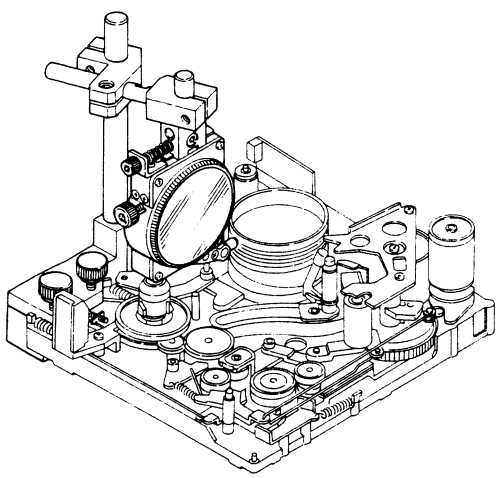

Fig. 2-8-2 Mounting
4) Unscrew the two mounting screws sufficiently to allow mounting, then attach the Microchecker top the main deck as shown in Fig. 2-8-2. Observe that the bracket is perpendicular to the main deck. Use care that the Microchecker (especially the test probe) does not contact the video heads.
Also, the test probe should be pointed toward the center of the drum as shown in Fig. 2-8-2. If necessary loosen the bolt and adjust.